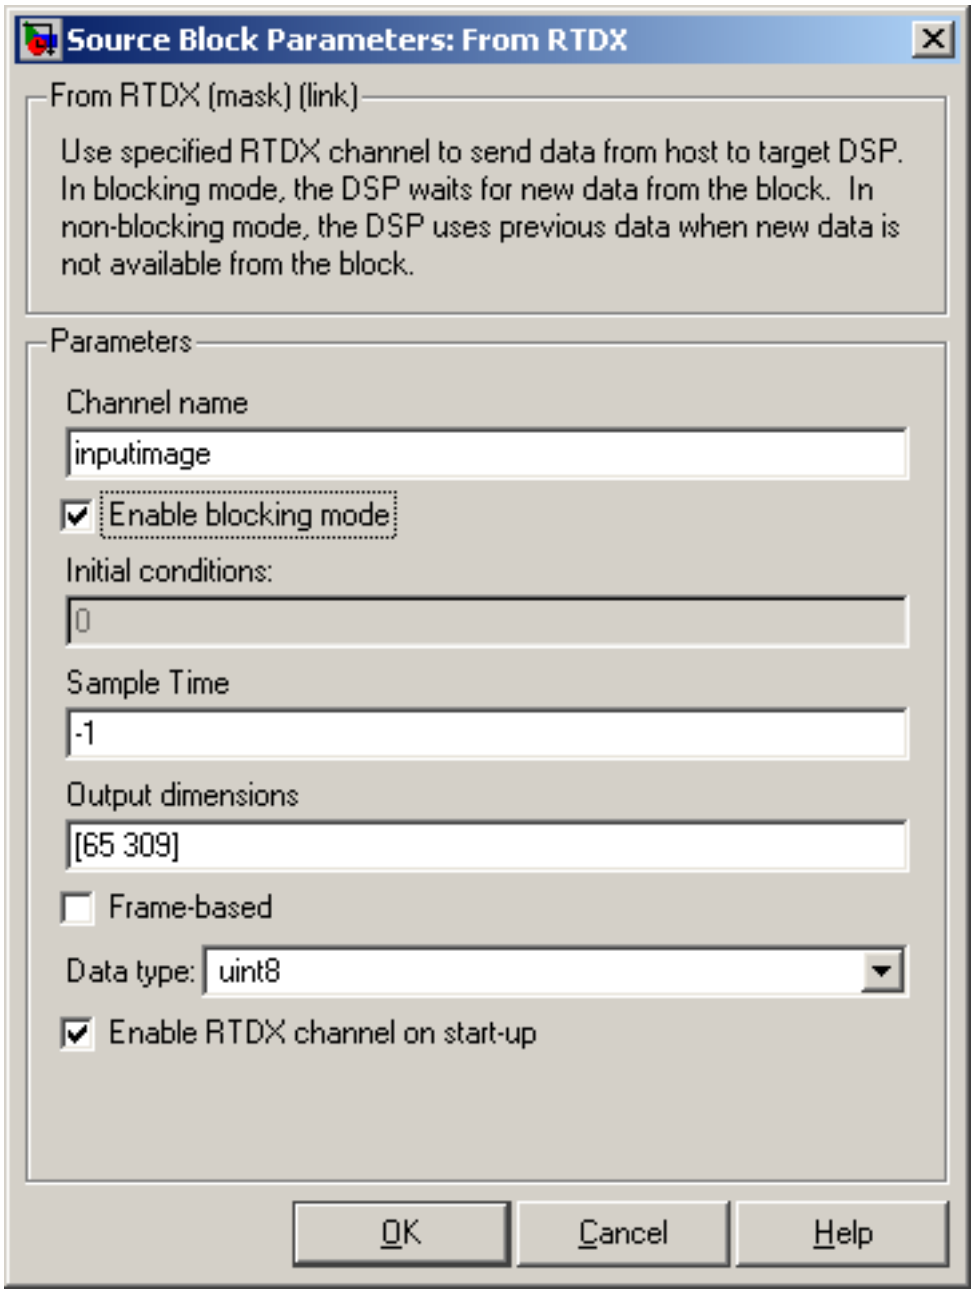

Figure 16: Configuring the Input Channel
2. Configure the block to receive data from a channel named "inputimage" as shown in Figure 16 [6]. For the test we will send in an image over RTDX[7]. The selection of 'Blocking Mode' will cause the code running on the DSP to wait until the RTDX transfer is complete before executing. This will give the MATLAB script full control over the execution.